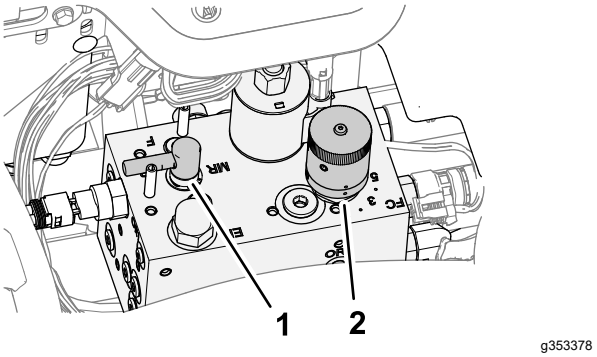

Figur 95
3. Flytta slipningsspaken till läge F (klippning) (Figur 95).